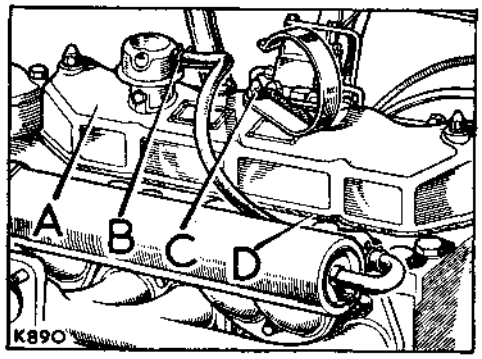

**Fig. A2-68. Engine top cover**
6. Refit the engine top cover, Fig. A2-68 refers.